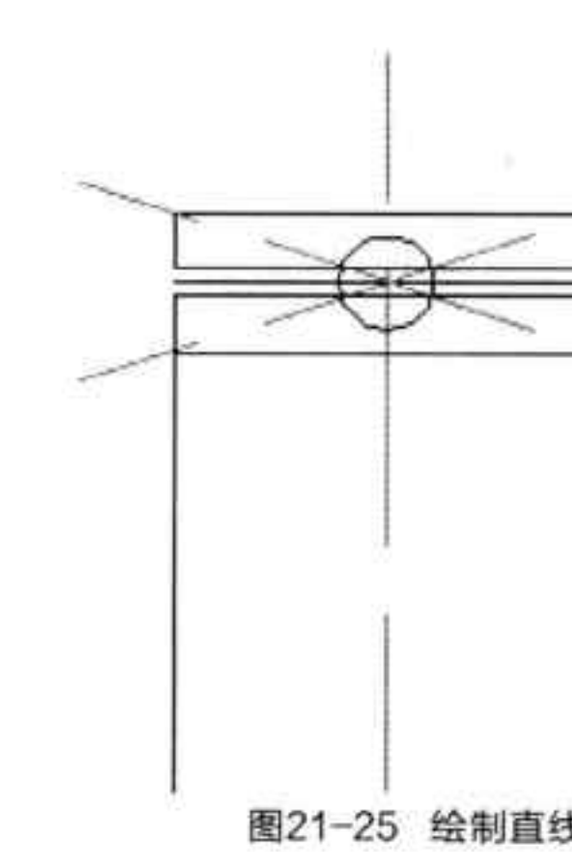

图21-25 绘制直线
Step 10 执行“直线”命令，水平连接辅助线与圆的交点，并将两端封闭，如图 21-25 所示。